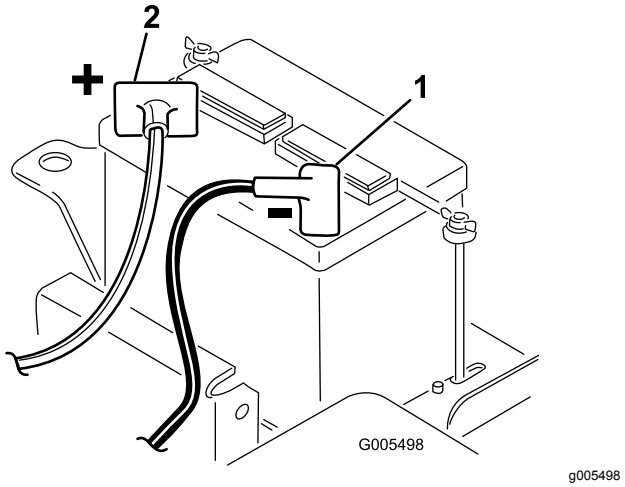

Figur 5
2. Tilslut batteriets pluskabel (rød) fra startmotorens magnetventil til pluspolen (+) på batteriet (Figur 5). Fastgør den med en skruenøgle, og smør polen ind med vaseline. Sørg for, at kablet er fri af sædet i den bageste position, som kan forårsage slitage eller skade på kablet.